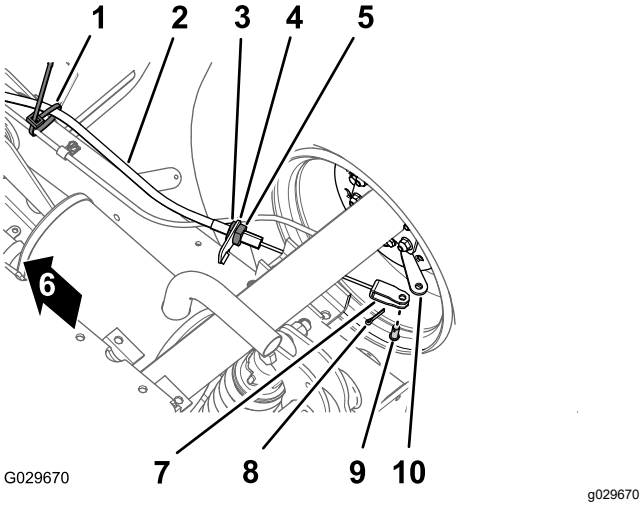

Figur 44
1. Fjern hårnålssplinten som fester støttestangen til braketten på bunnen av setet (Figur 44).
2. Marker en rotasjonsstripe på den fremre låsemutteren for parkeringsbremsekabelen (Figur 44).
3. Løsne den bakre låsemutteren og fjern kabelen fra bremsekabelbraketten (Figur 44).
4. Fjern hårnålssplinten og splittpinnen og som fester splitten for parkeringsbremsekabelen til bremseaktiveringspaken, og skille kabelen fra spaken (Figur 44).
1. Før den gjengede justeringen for parkeringsbremsekabelen til bremsekabelbraketten og splittpinnen til bremseaktiveringsspaken (Figur 44).
3. Innrett den gjengede justeringen for parkeringsbremsekabelen til bremsekabelbraketten og trekk til den bakre låsemutteren (Figur 44).